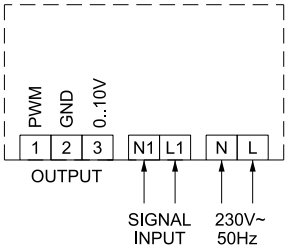
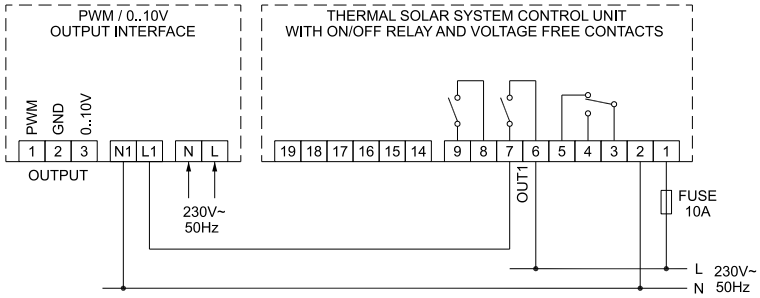
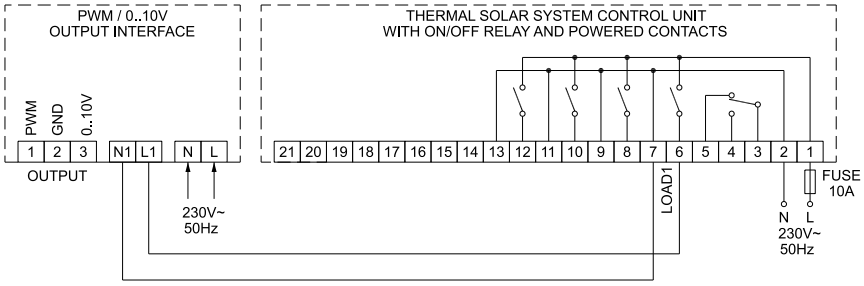
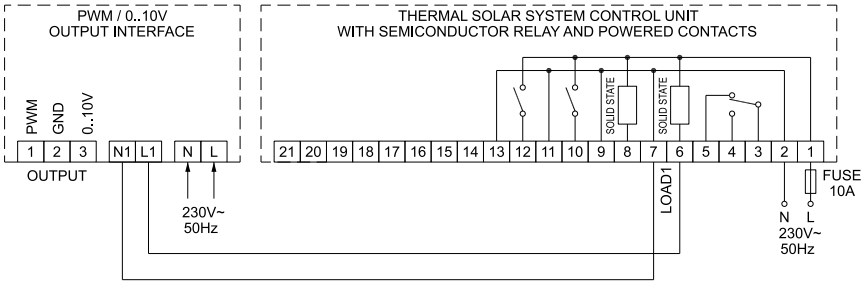

Fig. 7
Fig. 8
Fig. 9
Fig. 10
6. Make the electrical connections according to the wiring diagram of Fig. 7 and the examples of Fig. 8, Fig. 9 and Fig. 10.